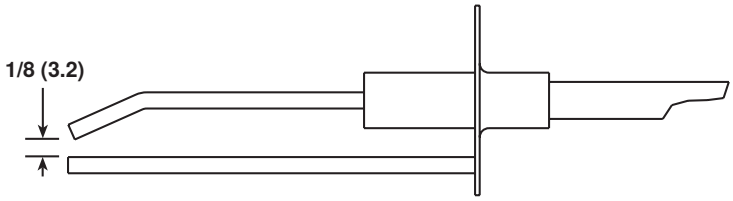

Figure 24. Écartement des pointes de l'allumeur
- L'écart d'allumage (voir **Figure 24**) doit être maintenu à 1/8 pouce.